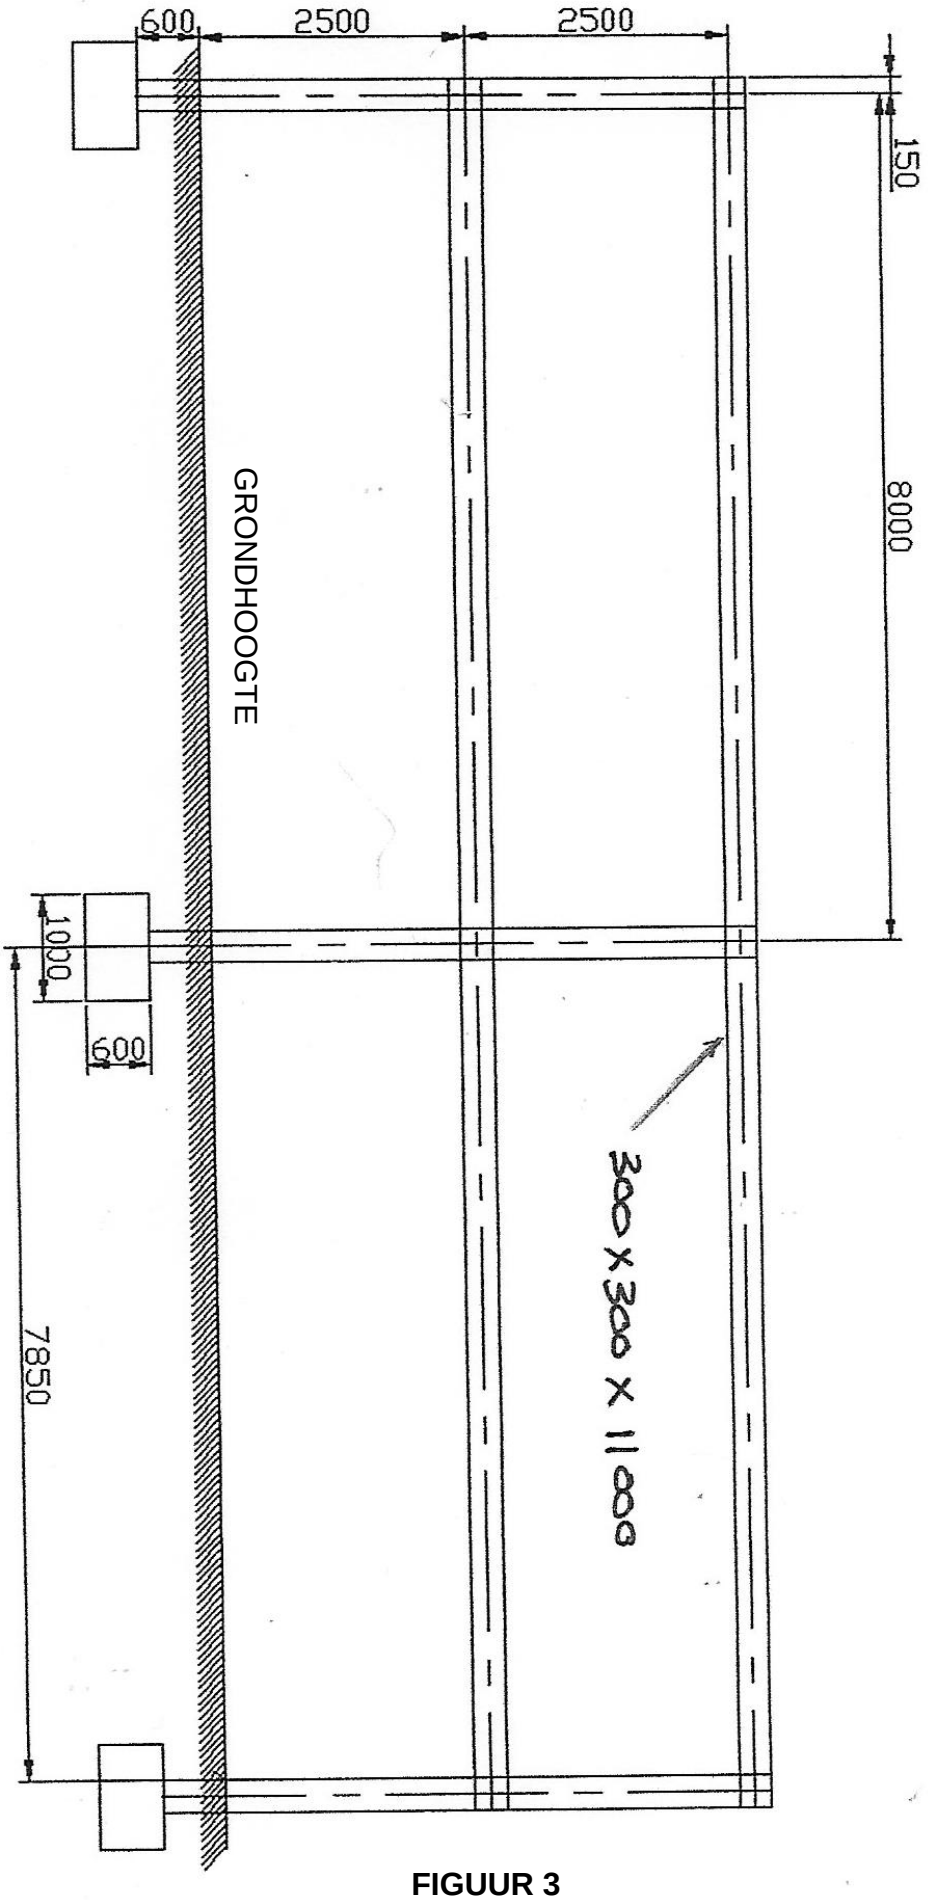

FIGUUR 3
2.5 Gebruik die vloeruitlegplan in FIGUUR 3 in die ADDENDUM (aangeheg) om ’n volledige beskrywing van elk van die volgende elemente te gee:
- Inbedding van voet (‘footing embedment’) (10)